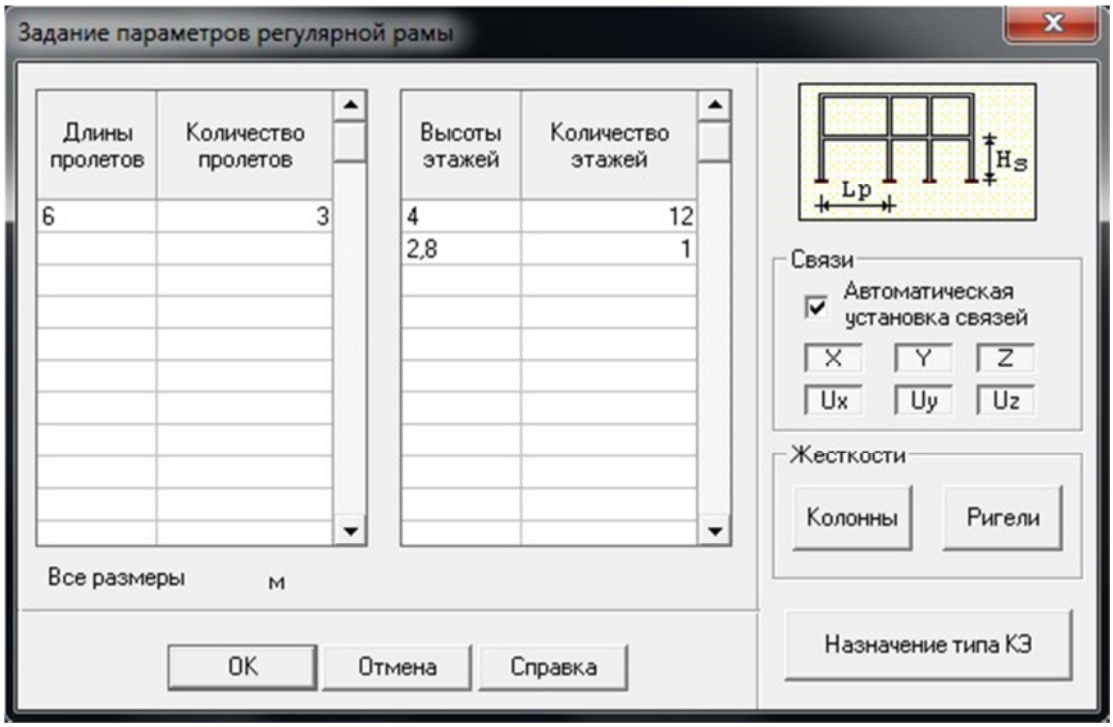

Рисунок 1.9 - Диалоговое окно SCAD для задания параметров рамы
7. В появившемся диалоговом окне **Задание параметров** регулярной рамы (рис.1.9) ввод геометрических размеров рамы выполняется с помощью двух таблиц: левой - для описания пролетов и правой - для описания этажей.
Для нашей рамы необходимо ввести данные в обе таблицы, как показано на рис. 1.9. Далее следует нажать кнопку ОК в диалоговом окне и SCAD автоматически построит рамы с заданными пользователем параметрами.